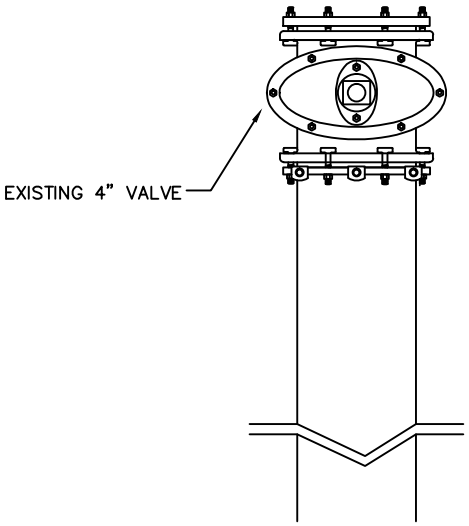
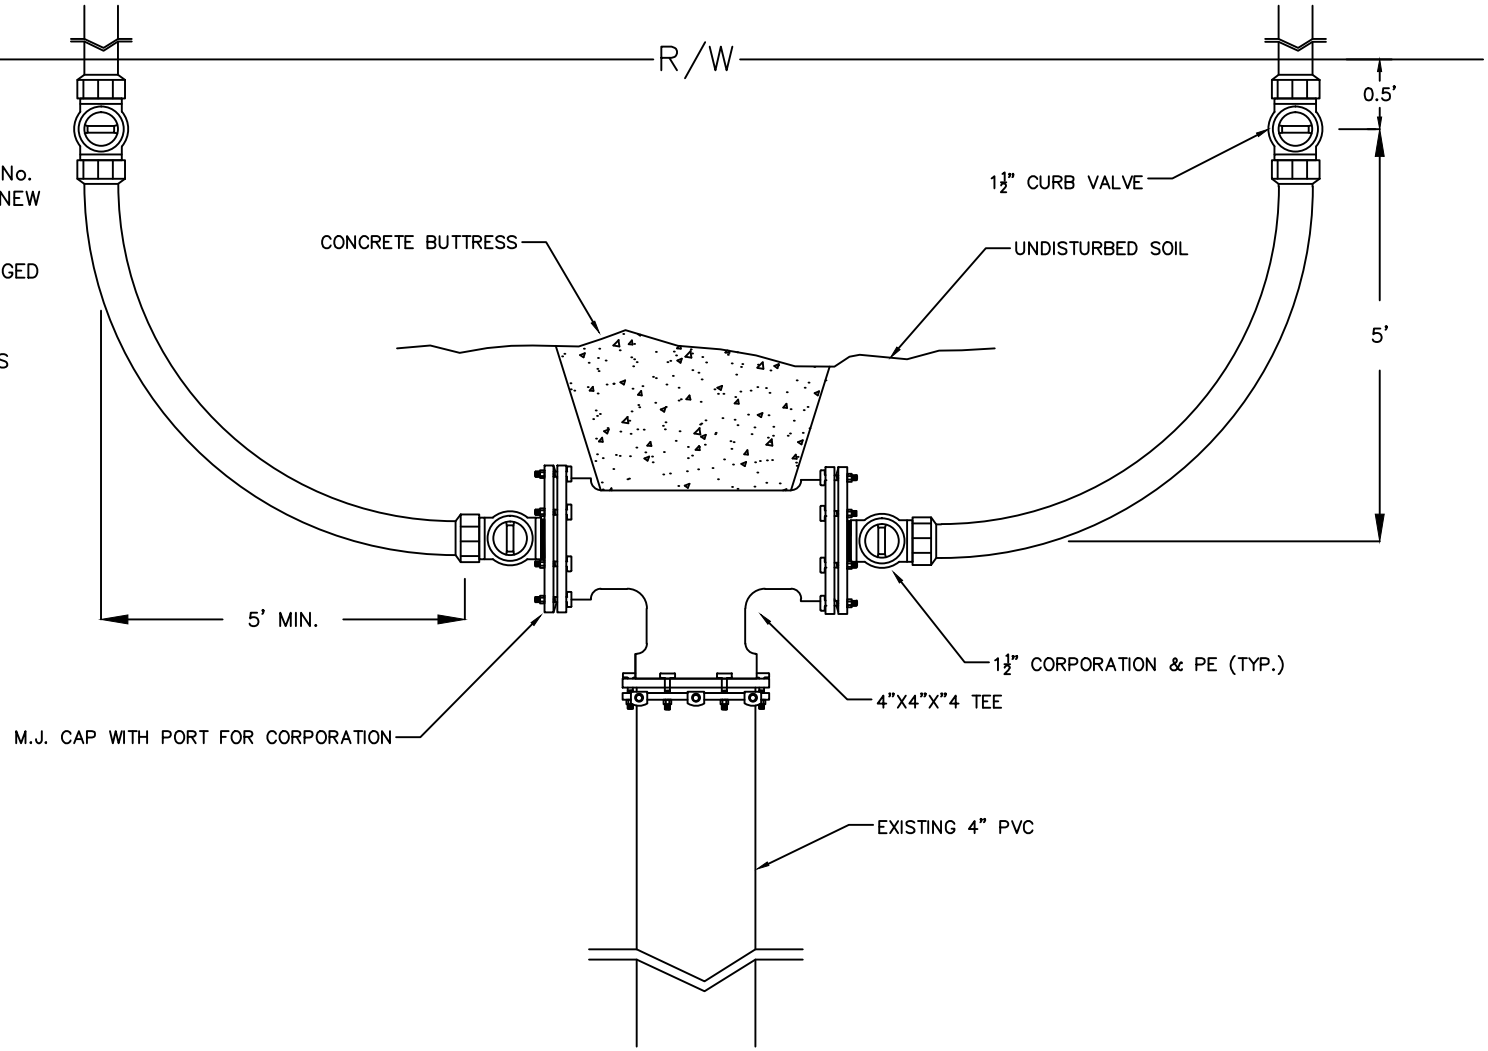

FIGURE No.1
FIGURE No.2
1. REMOVE EXISTING VALVE ASSEMBLY (FIGURE No. 1) ON EXISTING 4" PVC AND REPLACE WITH NEW SERVICE ASSEMBLY (FIGURE No.2).